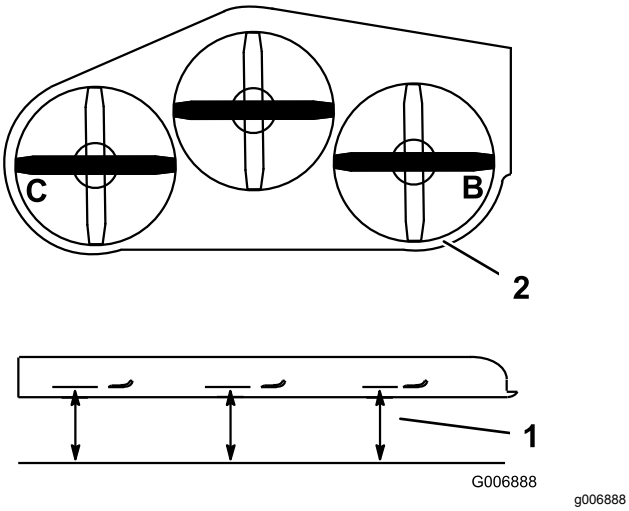

Figur 83
1. Placer **højre** skærekniv side til side (Figur 83).
2. Mål den højre kniv ved punktet **B** fra en plan overflade til knivspidsens skarpe kant (Figur 83).
4. Placer venstre skærekniv side til side (Figur 83).
5. Mål den venstre kniv ved punktet **C** (Figur 83) fra en plan overflade til knivspidsens skarpe kant.